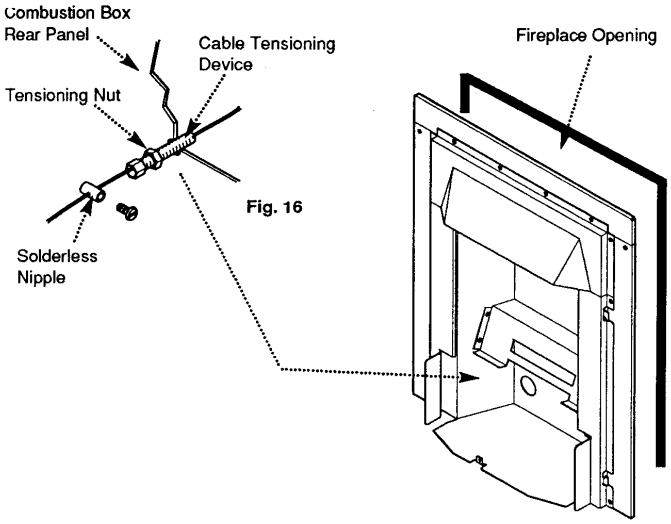
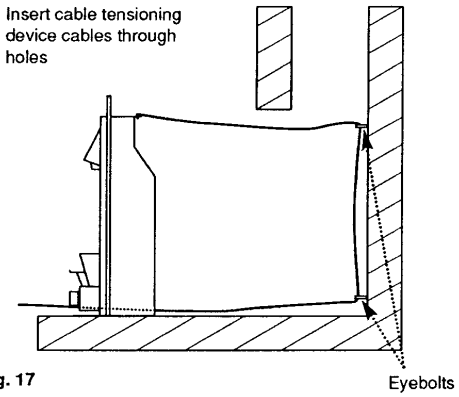

Fig. 16
Fig. 17
8. Engage the tensioning nuts on the threaded shanks of the tensioning devices. Run the nuts down to the hexagonal heads of the tensioning devices (Fig. 16).
9. From the front insert the cable tensioning devices through the combustion box rear panel. The hexagonal heads must be to the inside of the box (Fig. 16).
10. Position the appliance in front of the fireplace opening and insert the cables in the holes In the combustion box rear flange (Fig.17). Pass the cables through the eyebolts in the builders opening rear face and insert them in the tensioning devices (Fig. 16 & 17). Manoeuvre the appliance backwards into the opening, drawing any slack length of cable through the tensioners.
12. Run the solderless nipples down the cables to the tensioners and tighten their securing screws (Fig. 16). As required, take the relevant grommet(s) and slide over the gas supplies. Run the grommet(s) down the pipe and insert in the hole in the rear panel (Fig. 18).